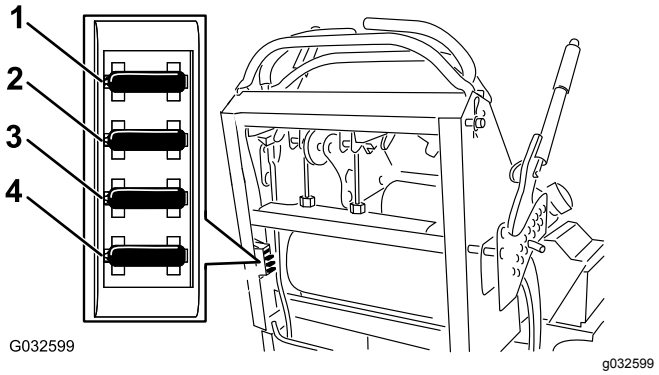

Rysunek 54
2. Pociągnij za bezpiecznik, aby go wyjąć i wymień go na nowy (Rysunek 54).